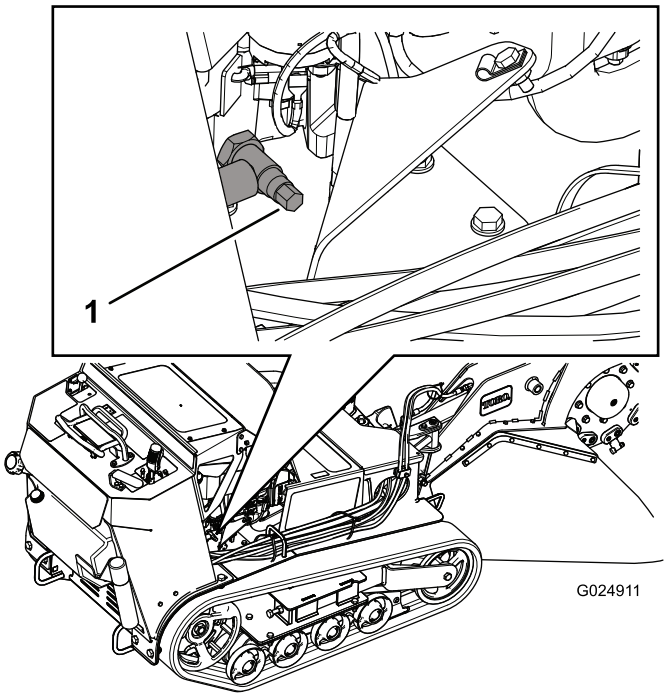
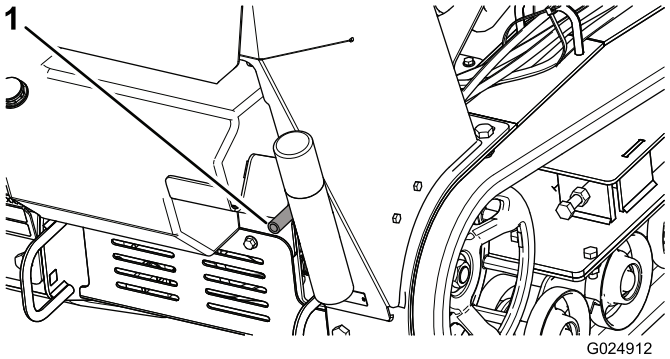

**Figur 32**
**Figur 33**
4. Ställ ett kärl under tömningsslangen. Vrid oljetömningsventilen så att oljan töms ut (Figur 32 och Figur 33).